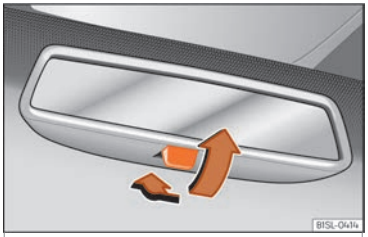

Fig. 150 Manual anti-dazzle function for rear vision mirror
- Pull the lever to the back to select the anti-dazzle function ››› Fig. 150.